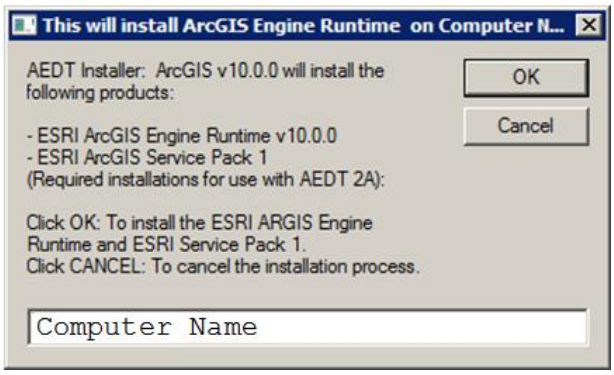

Figure 2-16 ArcGIS Engine Runtime
8. Log back into the computer as administrator. The Esri installation will continue after the system restart (Figure 2-16). Do not change the computer name that is displayed. Click *OK* to start ArcGIS Engine Runtime 10.0 and Service Pack 1 installation.
If the Esri installation does not automatically continue after the system restart (Figure 2-16 does not appear after restart), navigate to the *C:\ESRI_Setup* directory and double-click on *RunArcGISInstall.vbs*. N-4